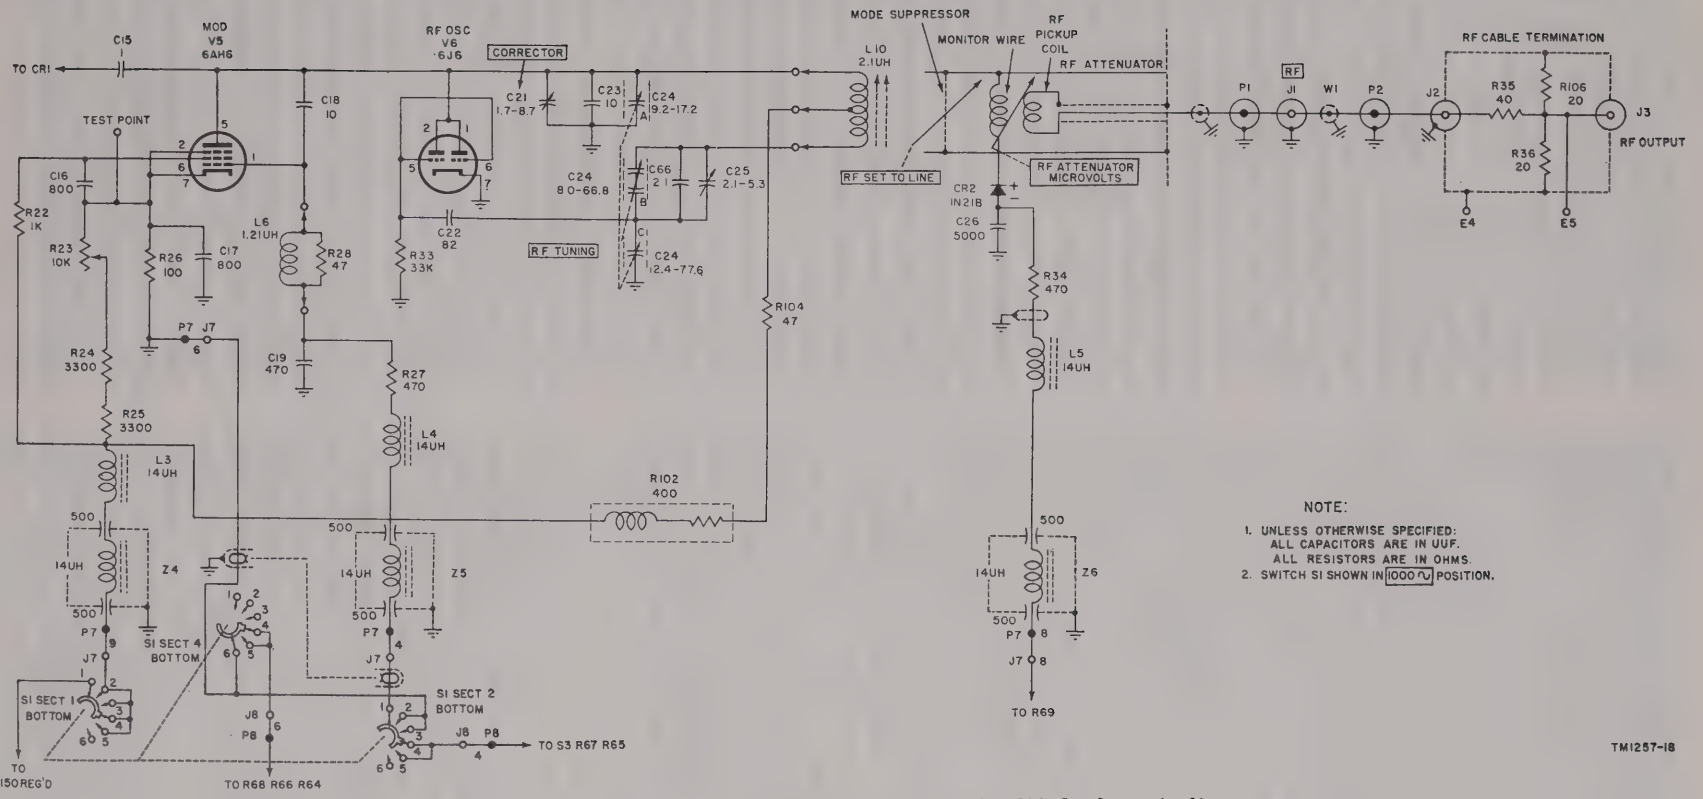
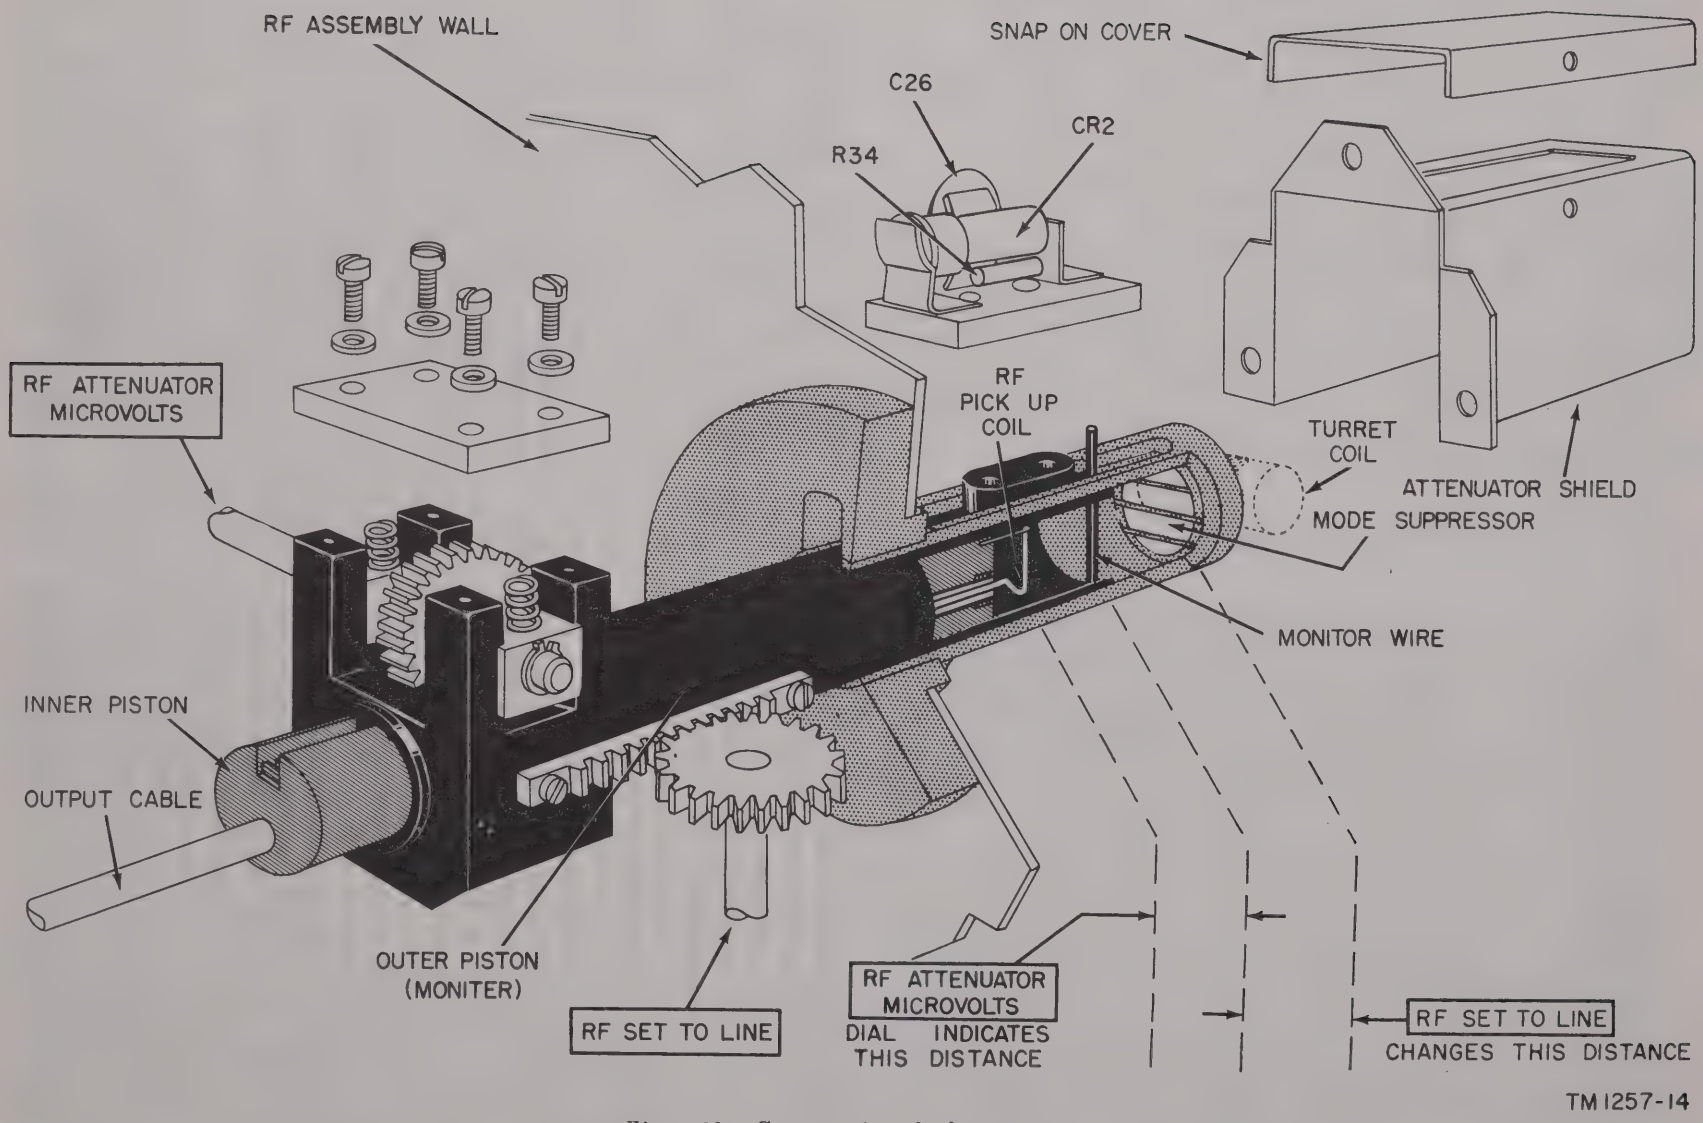

Figure 18. Modulator and r-f oscillator stages, simplified schematic diagram.
Figure 20. Cutaway view of r-f attenuator.
(fig. 18)
(figs. 18 and 19)
a. The 20- to 100-mc portion of the signal generator output is generated by r-f oscillator stage V6. This stage uses a parallel-connected dual-triode 6J6 tube. A simplified diagram of the oscillator is shown in figure 18. Oscillation frequency is determined by the tunable plate circuit. A five-band turret switches in the correct coil for the frequency range to be covered. The complete turret is made up of both the oscillator tank coils and the resistance portion of the modulator phase-shifting network.
b. Physically, the attenuator is made up of three basic parts: the housing, the outer piston, and the inner piston. Refer to figure 20 for a cross-sectional view of the attenuator. The attenuator housing is attached permanently to the wall of the r-f assembly, and its position remains fixed. The outer attenuator piston is arranged so that it will slide in and out of the attenuator housing when the RF SET TO LINE control is moved. It carries the monitor wire and the inner piston along with it in its travel. Therefore, each time the outer piston moves, the inner piston moves the same distance and in the same direction. The outer piston sets the r-f level to keep the correct amount of signal at the r-f pickup coil, so that the attenuator calibration is always correct. The monitor wire extends across the attenuator opening and is attached physically to the outer attenuator, so that it is possible to check that the correct level is being sent to the r-f pickup coil. The indication of this level is obtained by rectifying the voltage developed across the monitor wire with a crystal diode CR2 in a series circuit with 30-microampere meter M1 (fig. 28). The inner piston moves the r-f pickup coil to deliver the output signal. This piston is coupled to the RF ATTENUATOR MICROVOLTS knob which is calibrated from .05 to 10,000 uv. By moving the pickup coil closer to the oscillator coil, more output is developed. When the distance between the two coils is increased, there is less mutual induction which causes a lower r-f output signal. When the output of the r-f oscillator coil enters the mouth of the attenuator, there are unwanted electrical fields set up which could cause errors due to capacitive coupling between the two coils. The errors are reduced greatly by using an electrostatic shield, which is called a mode suppressor, at the mouth of the attenuator. In figures 18 and 19, this shield is shown as a dotted line. Refer to figure 20 for a cross section view of the r-f attenuator.